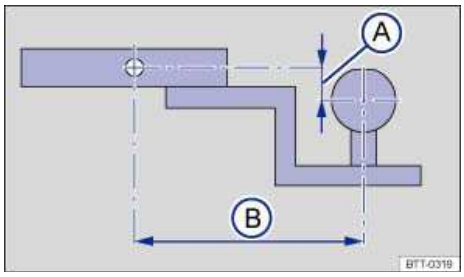

Fig. 89 Dimensions of the ball mount support.
The receiver used requires both a ball mount and a ball that meet special requirements regarding geometry and size. This applies to both the height of the ball above the surface where it attaches ⇒fig. 89 (A), and the pin-to-ball distance (B).